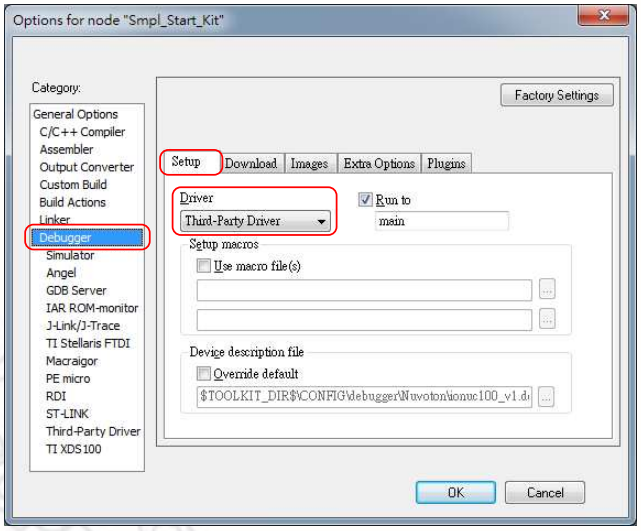

Figure 4-15 Set IAR EWARM as Third-Party Driver for Debugger & Programmer
Step 4: In the **Setup** tab of the **Debugger** page, select **Third-Party Driver** as the driver, as shown in Figure 4-15.